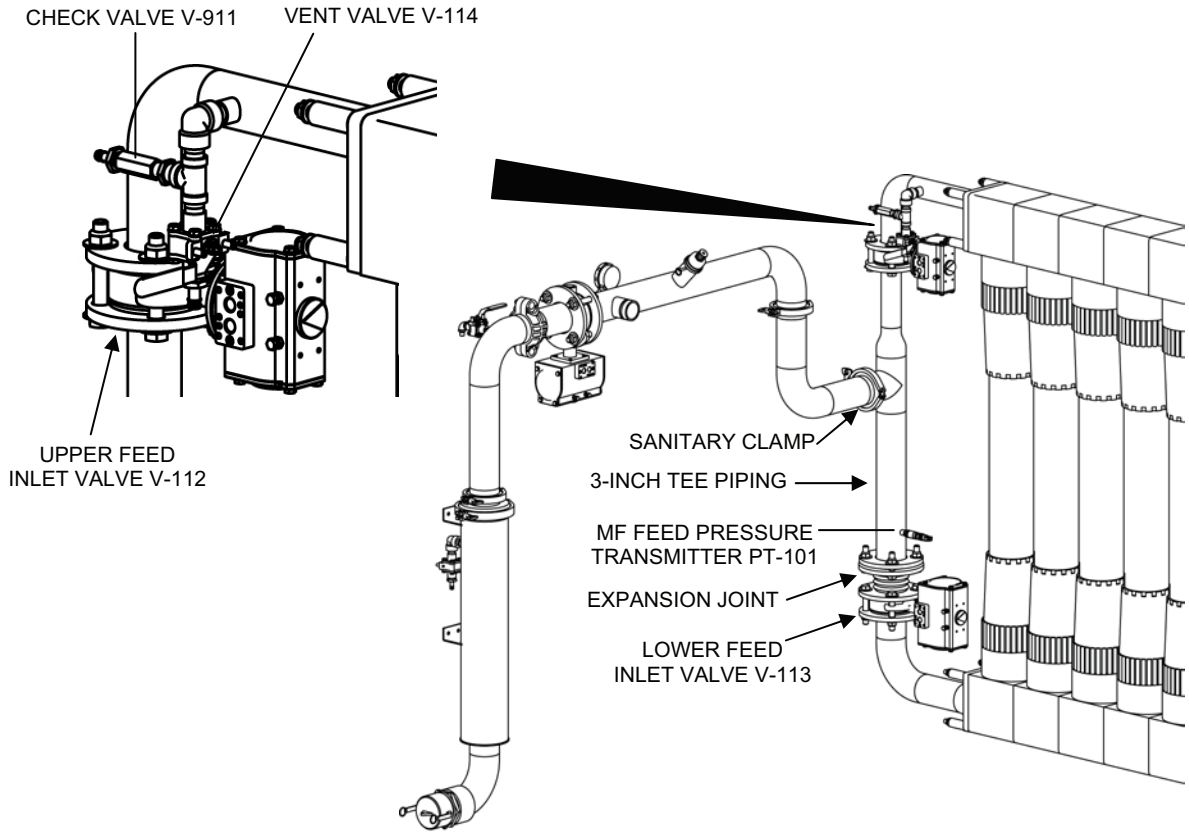

Figure 1. MF Feed Component Removal from the MF Assembly.
1. Remove the following MF feed components from the MF assembly as follows (see Figure 1):